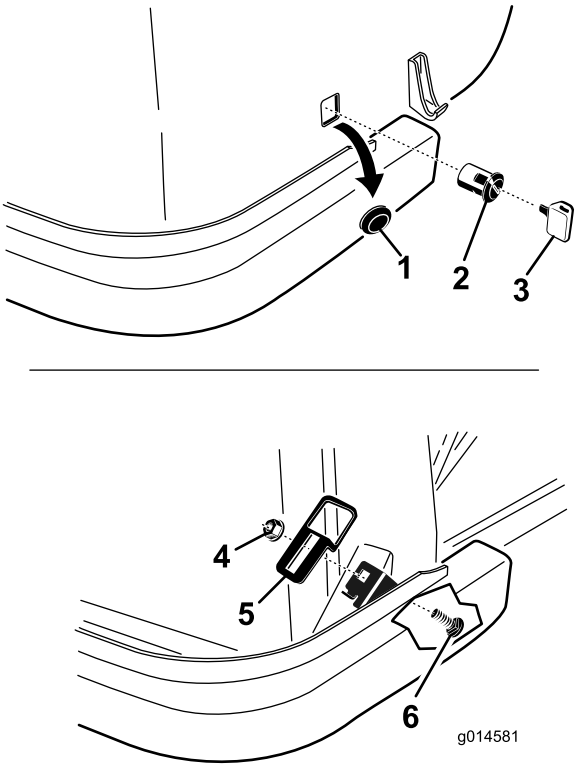

Figura 2
2. Rimuovete il tappo dal foro quadrato sul lato destro del cofano. Eliminate il tappo (Figura 2).
6. Individuate il foro quadrato nell'aletta sul lato destro del longherone del telaio. Montate il piastrino del fermo sull'aletta utilizzando la vite a testa tonda e il dado flangiato. Collocate il piastrino del fermo come illustrato in Figura 2.